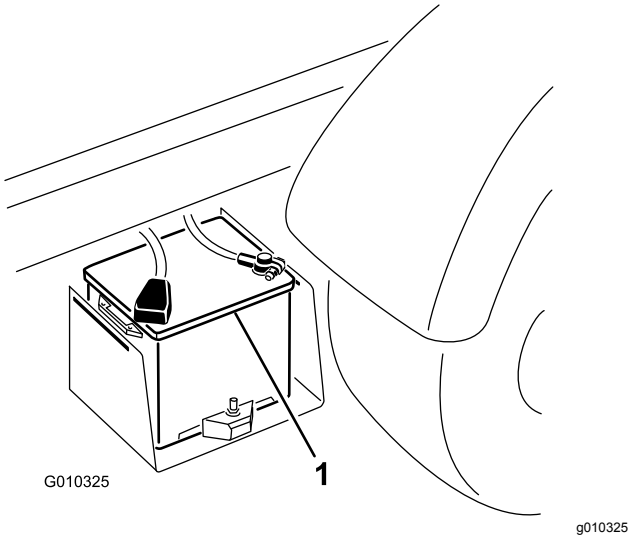

Rysunek 42
2. Połącz kablem bieguny dodatnie obu akumulatorów (Rysunek 42).